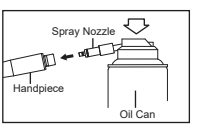

Fig. 16
3) Insert the spray nozzle into the rear of the handpiece. Hole the handpiece and spray for approximately 2~3 seconds. Apply lubricant until it expels from the handpiece head for at least 2 seconds (Fig. 16).